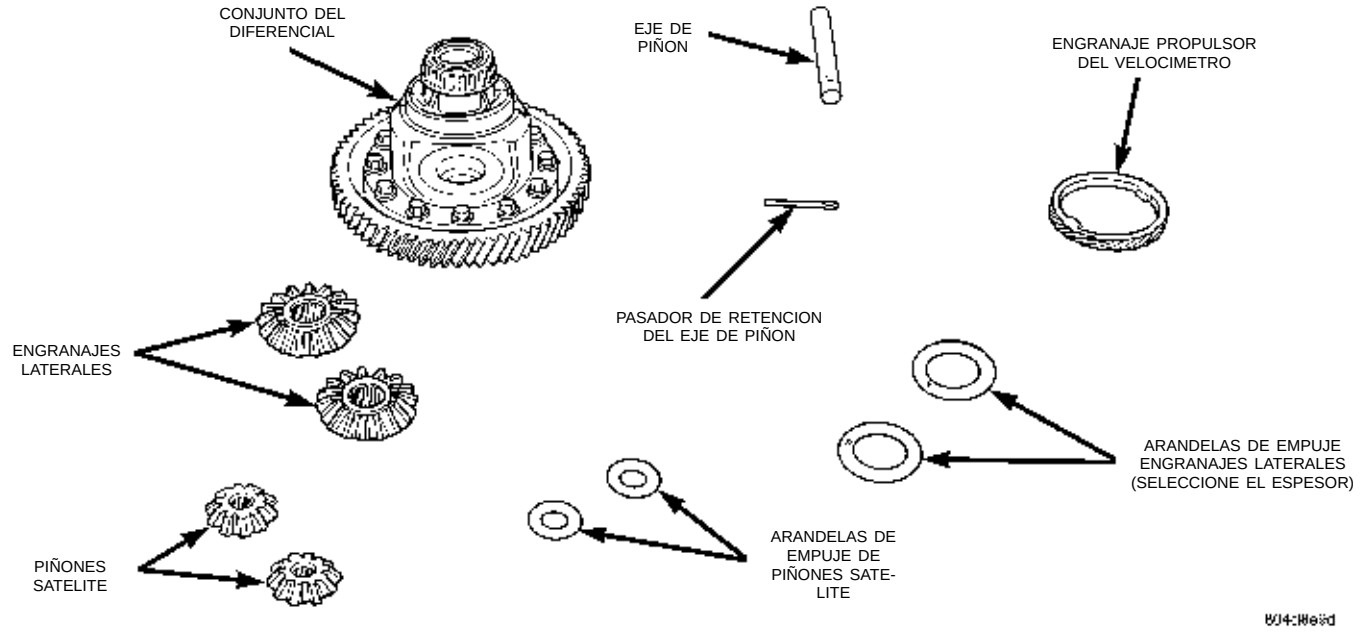

Fig. 112 Engranajes del diferencial
(4) Retire los engranajes del diferencial (Fig. 112).